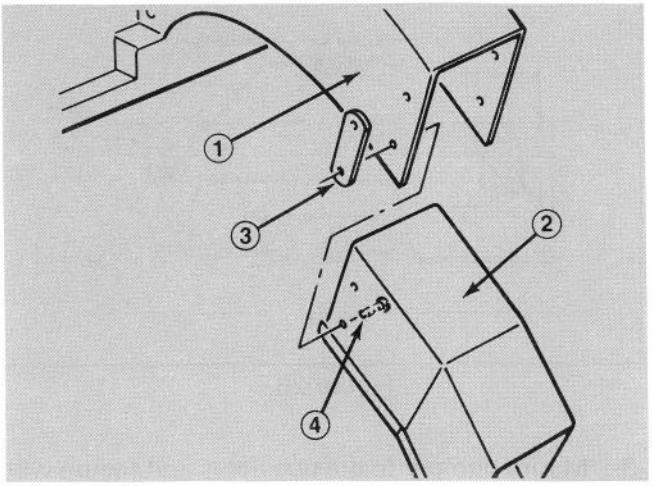

Figure 24
11. Install chute extension provided with kit. Attach chute extension to grass catcher hood with (2) nut plates, (4) button headscrews, using existing mounting (Fig. 24).